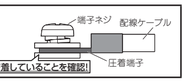

図20
(1)配線キャップを外してできた穴に配線管用のコネクタ、及び配線管を取り付け確実に固定してください。穴径はφ34が2個とφ27が1個ですので勘合部に隙間ができないよう穴径に合った配線管を使用してください。（図20）